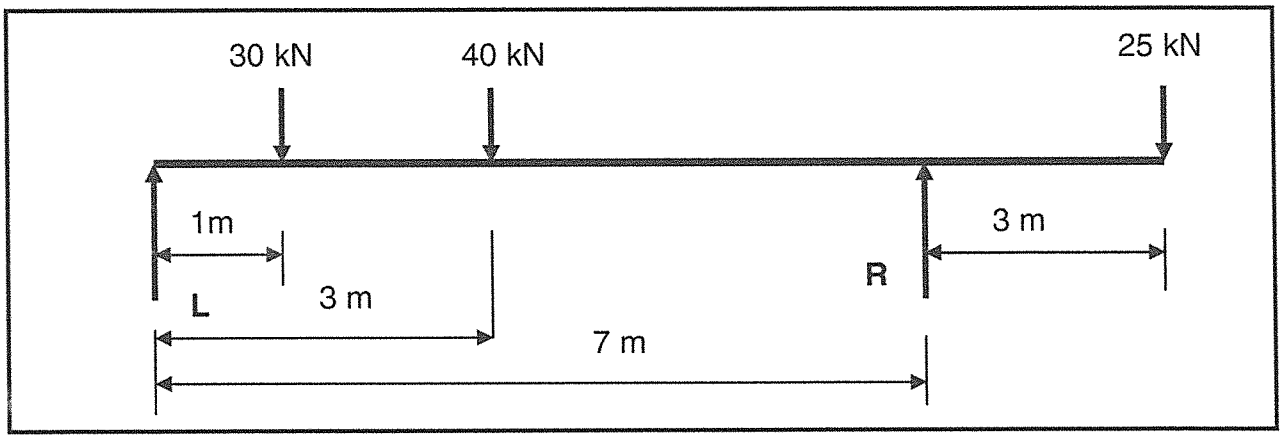

**FIGURE 2** (1)
2.3 FIGURE 2 below shows a horizontal beam resting on two supports L and R. The beam carries a 30 kN load 1 metre from the left-hand end of the beam as well as a 40 kN force 3 metres from the left-hand end. The beam must also support a 25 kN load situated at the right-hand end of the beam 3 metres from the support R. L and R are 7 m apart. Ignore the weight of the beam.